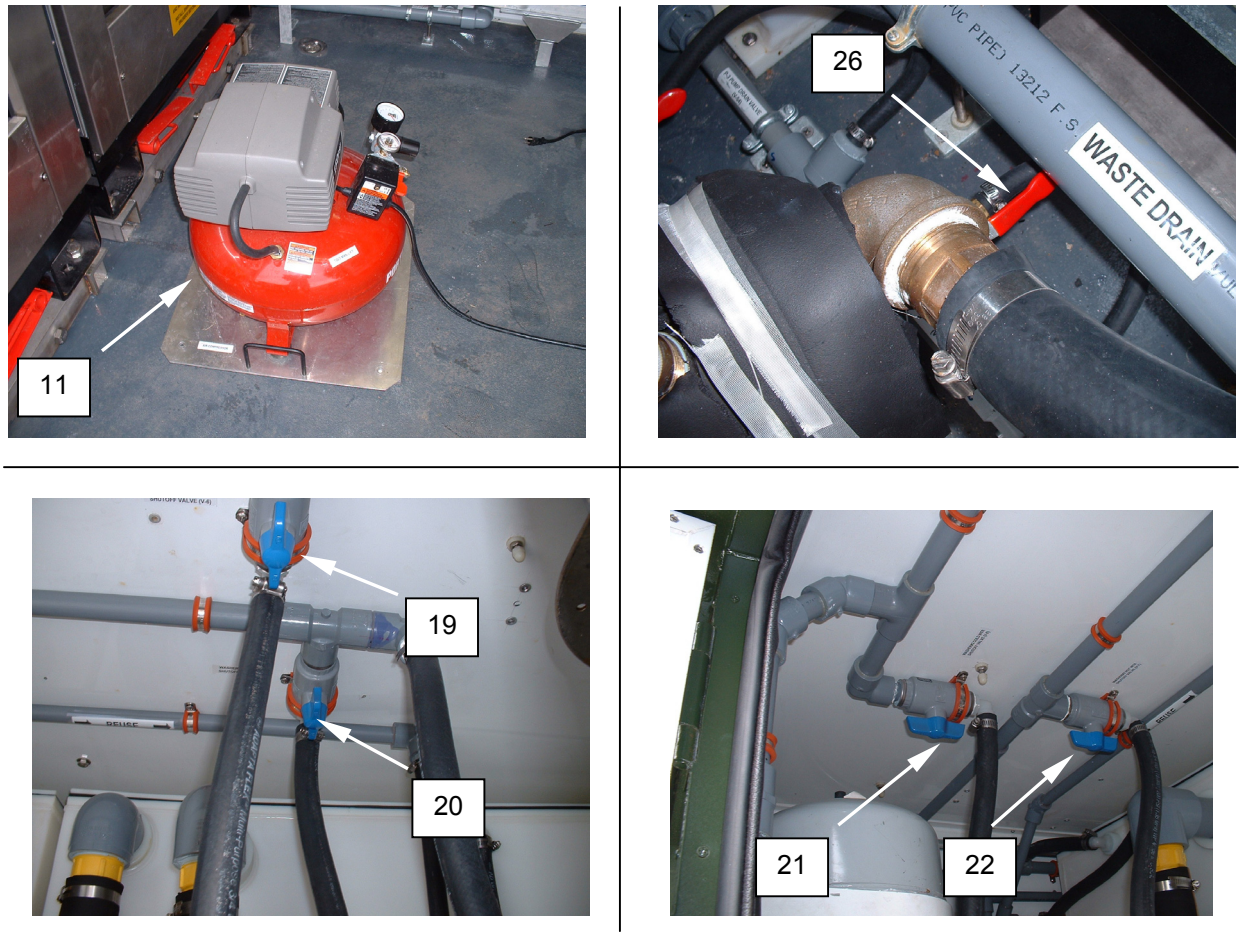

Figure 20. Complete Air Purge.
1. Turn off the air compressor **(Figure 20, Item 11)**.
2. Open the P-1 pump drain valve V-53 **(Figure 20, Item 26)**.
3. Open the washer No.1 cold water inlet valve V-6 **(Figure 20, Item 19)**.
4. Open the washer No.1 hot water inlet valve V-5 **(Figure 20, Item 20)**.
5. Open the washer No. 2 cold water inlet valve V-8 **(Figure 20, Item 21)**.
6. Ensure washer No. 2 hot water inlet valve V-7 is still open **(Figure 20, Item 22)**.